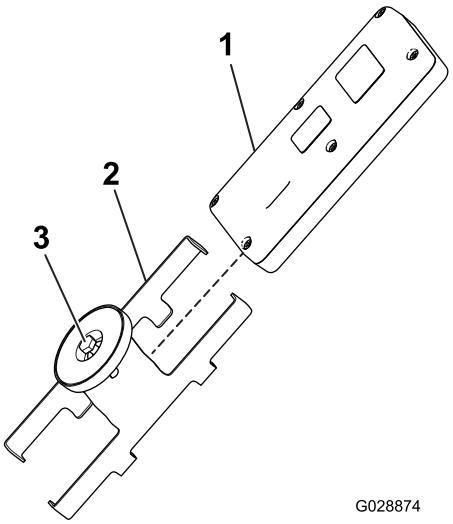

Rysunek 19
5. Załóż pilot zdalnego sterowania na uchwyt magnetyczny, dosuń połówki do siebie, aby zamocować pilota, a następnie dokręć śrubę w magnesie (Rysunek 19).